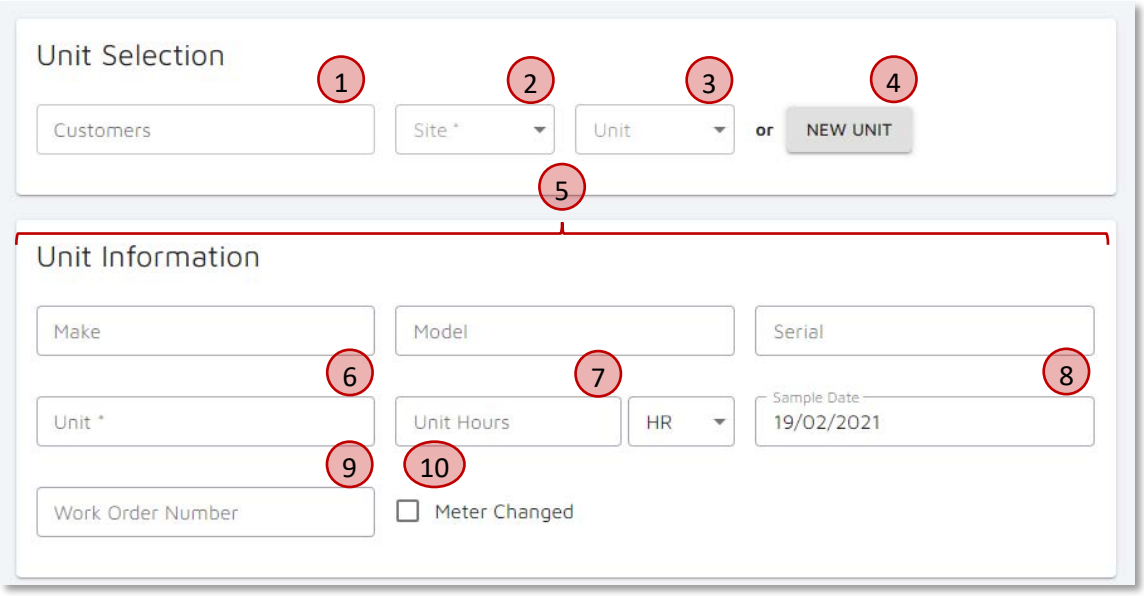
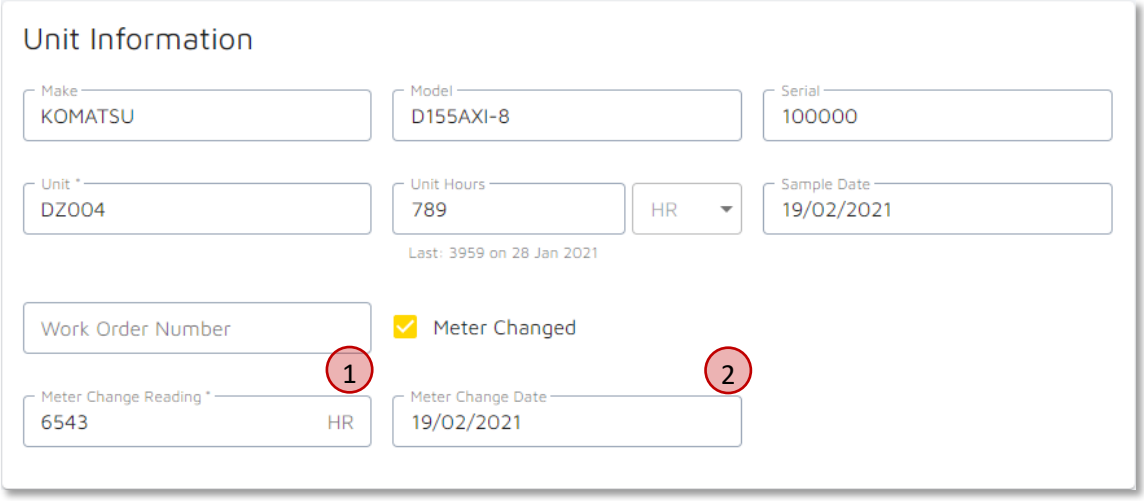

Figure 4.4 Sample Registration - Unit Selection and Information
Figure 4.5 Sample Registration - Meter Change Options
Our first step is to select the unit being samples. This starts by selecting the customer (① in Figure 4.4) by clicking into the **customer** text box and selecting the required customer from the values provided. Next, we can either:
- Select the unit from the **Units** drop-down (① in Figure 4.4), and select the unit being sampled; or
- Click into and select a **site** from the drop down (② in Figure 4.4), which will then filter the **units** drop-down (③ in Figure 4.4) for selection
If we are sampling a unit that is not in the lists provided, we can create a new unit by clicking the **New Unit** button (④ in Figure 4.4).
Now that we have selected the unit we will be sampling, we need to check the details are correct in the Unit Information section. These will pre-fill once a unit has been selected. If we have selected to create a **New Unit**, these fields will be blank, and should be filled in as much as possible to assist with the laboratory analysing the results. Only the **Unit** field (⑥ in Figure 4.4) is mandatory.
- Machine's **Make**, **Model** and **Serial Number** (⑤ in Figure 4.4; should be available on machine serial plate)
- **Unit** name or number of the machine (⑥ in Figure 4.4), what we call the machine (e.g. DZ123)
- **Unit hours** (or kilometres) at the time of sample (⑦ in Figure 4.4)
- **Sample date** (⑧ in Figure 4.4), the date that the sample was drawn from machine
The work order number (or job number) that the sample has been taken under can be added (⑨ in Figure 4.4), which will then also be displayed in the sample details page and sample report, once the laboratory has processed and analysed the results.
Meter Changed (⑩ in Figure 4.4) allows us to specify that a machine hour meter / odometer has been changed. Once we tick the **Meter Changed** box, 2 additional fields will be displayed, **Meter Change Reading** (① in Figure 4.5; hours or kilometres on the old meter at time of change) and **Meter Change Date** (② in Figure 4.5; the date the meter was changed). Both of these fields are mandatory and should be entered as accurately as possible.